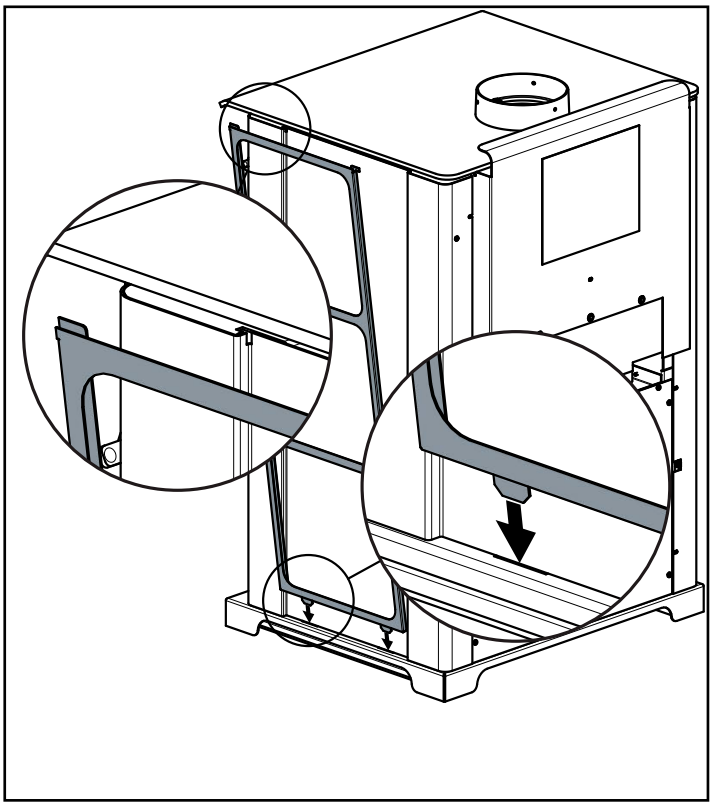

Figure 25.1
1. Retirez le cadre des carreaux du côté de la poêle en le soulevant et le retirant. **Figure 25.1**